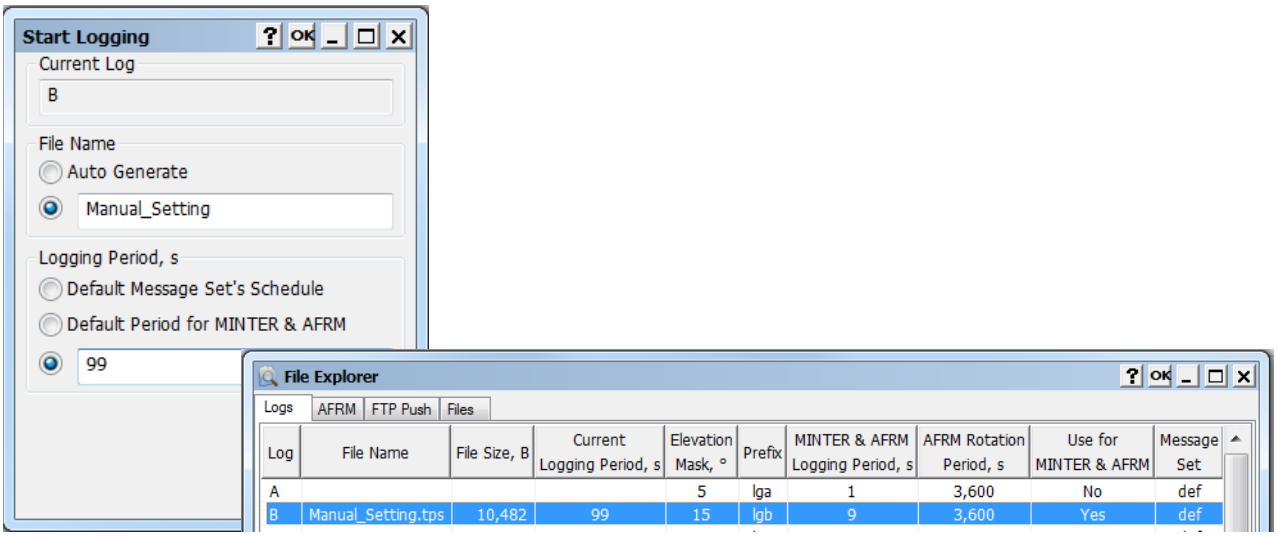

Figure 7-5: Start File Logging With Manual Settings
4. Cliquez sur **OK** pour commencer à enregistrer le fichier en utilisant les paramètres définis. Le fichier en cours d'enregistrement est affiché dans l'onglet **Logs** (Journaux) (Figure 7-5).